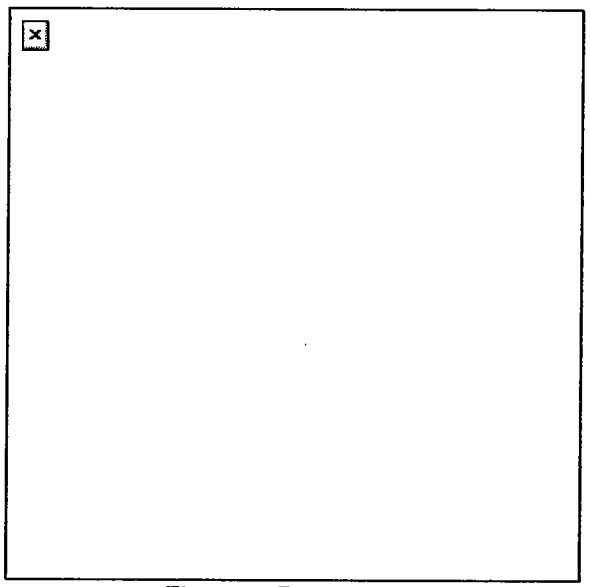

Figure 7. Point target.
(1) Point target. Engage point targets with fixed fire using a single aiming point (Figure 7).